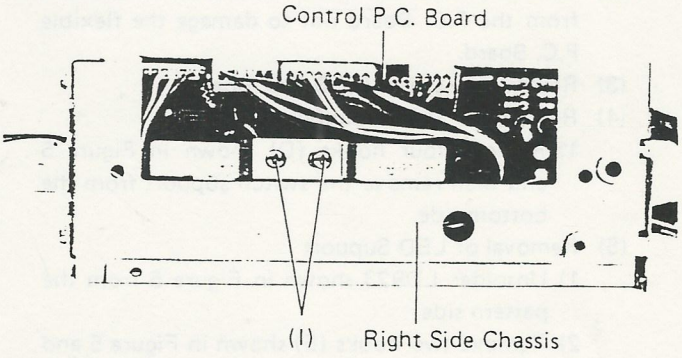

Figure 9
(2) Remove two screws (I) and the right side chassis shown in Figure 9.
(3) Disconnect all lead wires from the P.C. Board.
(4) Remove the control P.C. Board.